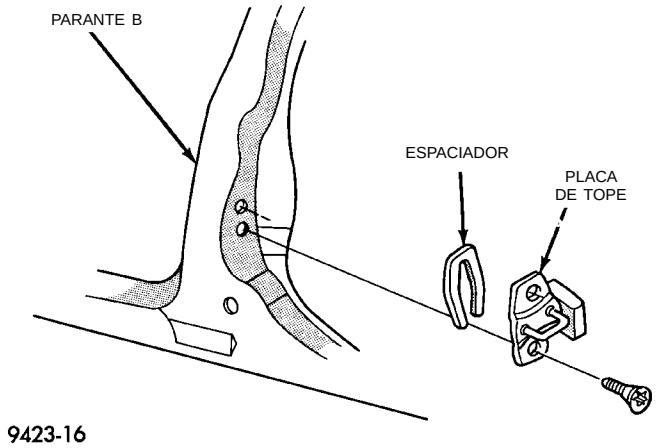

Fig. 37 Placa de tope del pestillo de la puerta delantera
(1) Marque el contorno de la placa de tope del pestillo de la puerta en el parante B para facilitar la instalación.
(2) Retire los tornillos que sujetan la placa de tope del pestillo de la puerta al parante B (Fig. 37).
(3) Separe la placa de tope del pestillo de la puerta del vehículo.